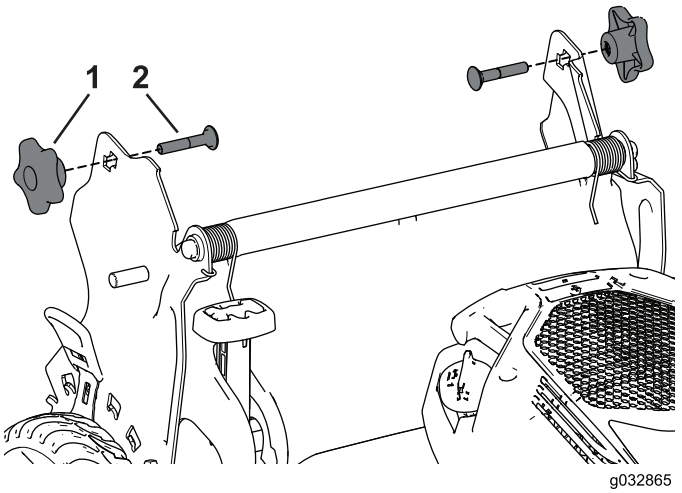

Figur 29
3. För in vagnsskruven (med skruvhuvudet vänt inåt) genom handtagsfästet och in i det övre hålet på handtagsänden. Se till att de fyrkantiga ändarna på vagnsskruvarna passar in i det övre eller nedre fyrkantiga hålet i motsvarande handtagsfäste (Figur 29).